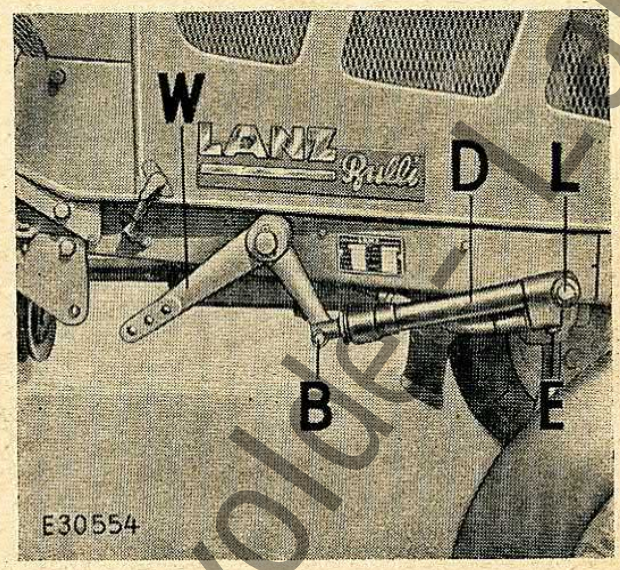

Bild 4
6. Winkelhebel (W, Bild 4) auf der rechten Seite des Bulli auf den hinteren der beiden Lagerzapfen so aufstecken, daß der Bolzen (B) am kürzeren Hebelarm nach außen weist.
7. Den Druckzylinder (D) gleichzeitig mit der Kolbenbohrung auf den Bolzen des Winkelhebels und mit der Lagerbohrung auf den vorderen Lagerzapfen (L) am Bulli stecken und jeweils mit Scheibe und Splint sichern. Anschlußstutzen am Druckzylinder muß unten stehen.
Die vordere Zapfwelle, die zugleich die hydraulische Pumpe antreibt, einschalten (siehe Kapitel V, Bedienung, Absatz 2 und 3). Das Öl wird nun in die Leitungen und den Druckzylinder gepumpt. Damit die in den Leitungen befindliche Luft, die ein einwandfreies Arbeiten der Hydraulik verhindert, entweichen kann, sind die Leitungsanschlüsse am Steuerschieber zu lockern und, sobald Öl austritt, wieder fest zu verschließen. Danach ist am Druckzylinder die Entlüftungsschraube (E, Bild 4) abzuschrauben und, nach blasenfreiem Austritt des Öls wieder einzuschrauben.